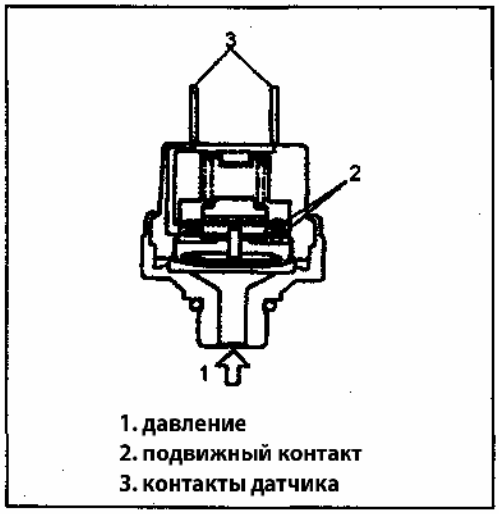

Рис. 761
1) Проверьте цепь датчика при нормальной температуре, при полной зарядке системы и при работающем компрессоре (Рис. 761). В каждом случае, цепь датчика должна быть замкнута.